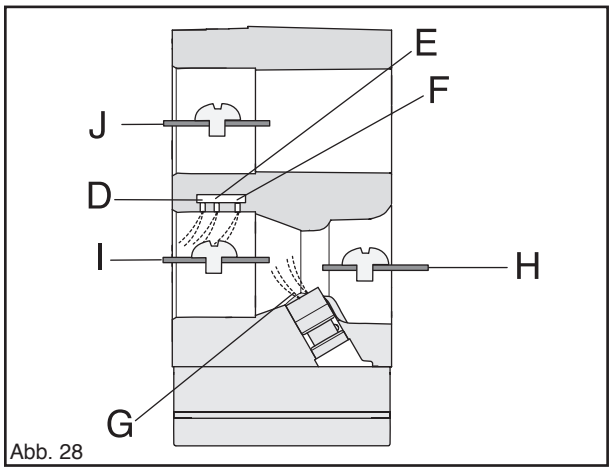

Abb. 28
Bei Vollgas sind alle Klappen geöffnet und Kraftstoff wird über alle drei Verteiler (D, E, F und G) zugeführt. Die Gasklappe (J) ist ebenfalls vollständig geöffnet. (Siehe Abb. 28.)